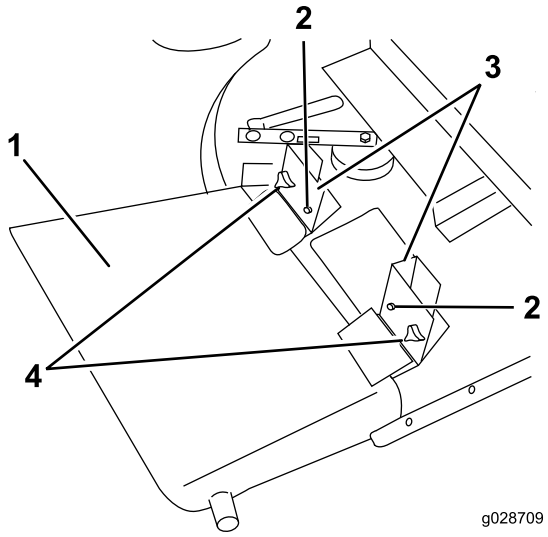

Figure 20
2. Slide the grass deflector and pivot brackets onto the alignment bolts and secure to the mounting brackets with knobs and washers (Figure 20).